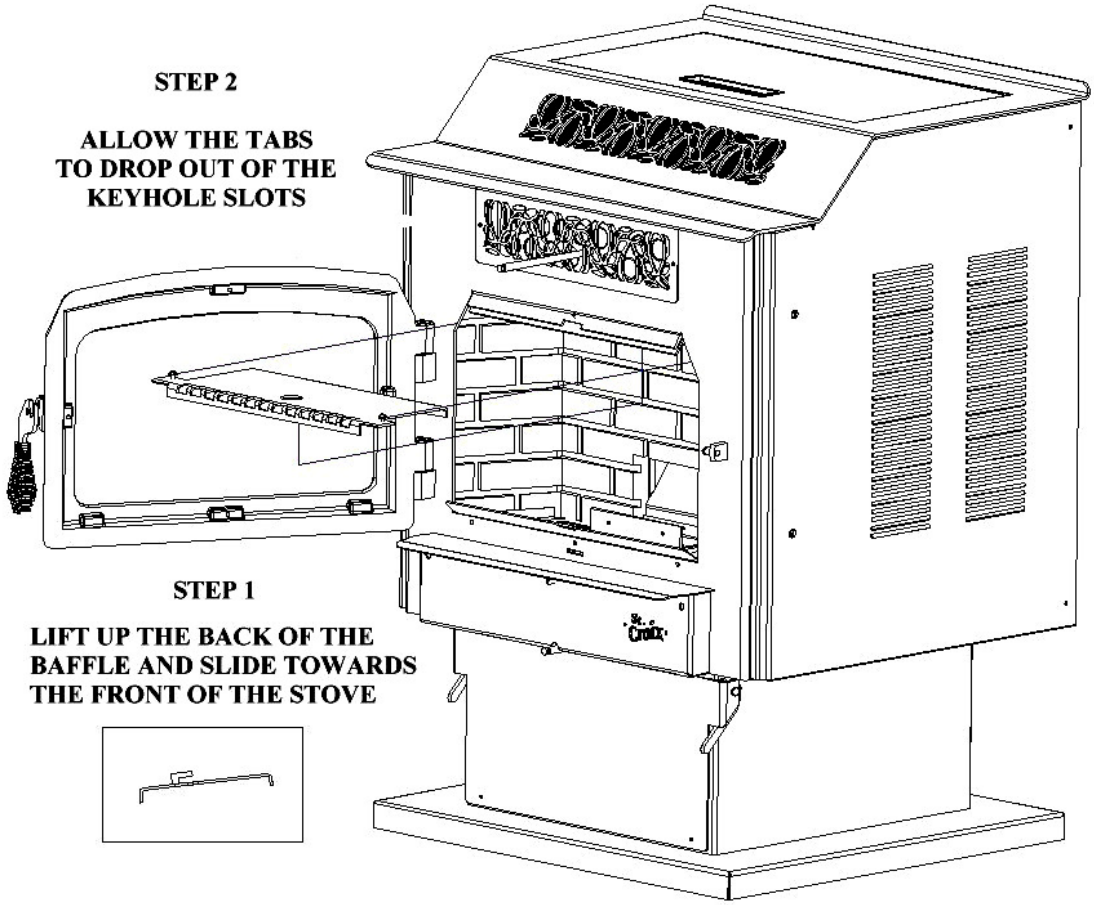

Figure 8
To remove the baffle *(See Figure 8)*, lift the back of the baffle up to clear the inner back of the stove and slide towards the front of the stove. The baffle will slide out of the keyhole slots and drop down. ***When putting the baffle back in the stove, make sure the screws are in the keyhole slots and the back of the baffle is lifted up over the inner back.***
4. The Exhaust and Room fans should be removed and cleaned annually. Call dealer for this service. Annual oiling of the motors is not needed. (See fig. 8)